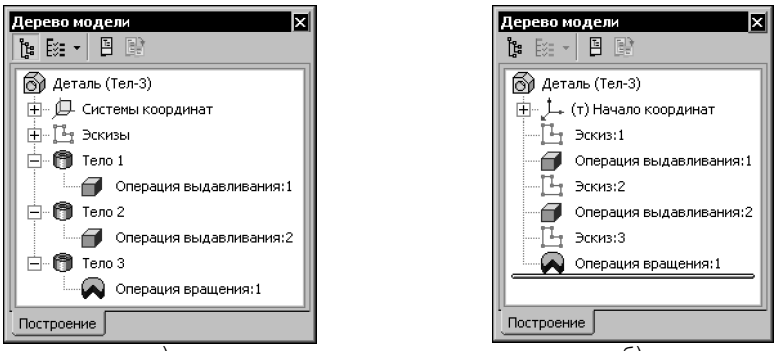

Рис. 100.1. Многотельная деталь в Дереве:
Общее количество тел детали отображается в Дереве детали — в скобках после ее названия (рис. 100.1–100.3).
Дерево модели может отображаться в одном из двух видов: в виде последовательности построения или в виде структуры модели (см. разделы 91.3.1 на с. 46 и 91.3.2 на с. 47 соответственно). При работе с многотельной деталью можно рекомендовать отображение Дерева в виде структуры. Этот способ более наглядно представляет состав многотельной детали и порядок ее создания, чем отображение последовательности построения (рис. 100.1–100.3).
- Элементы, формирующие тела, группируются в разделы, соответствующие телам. Названия разделов совпадают с названиями оснований тел (рис. 100.1, а).